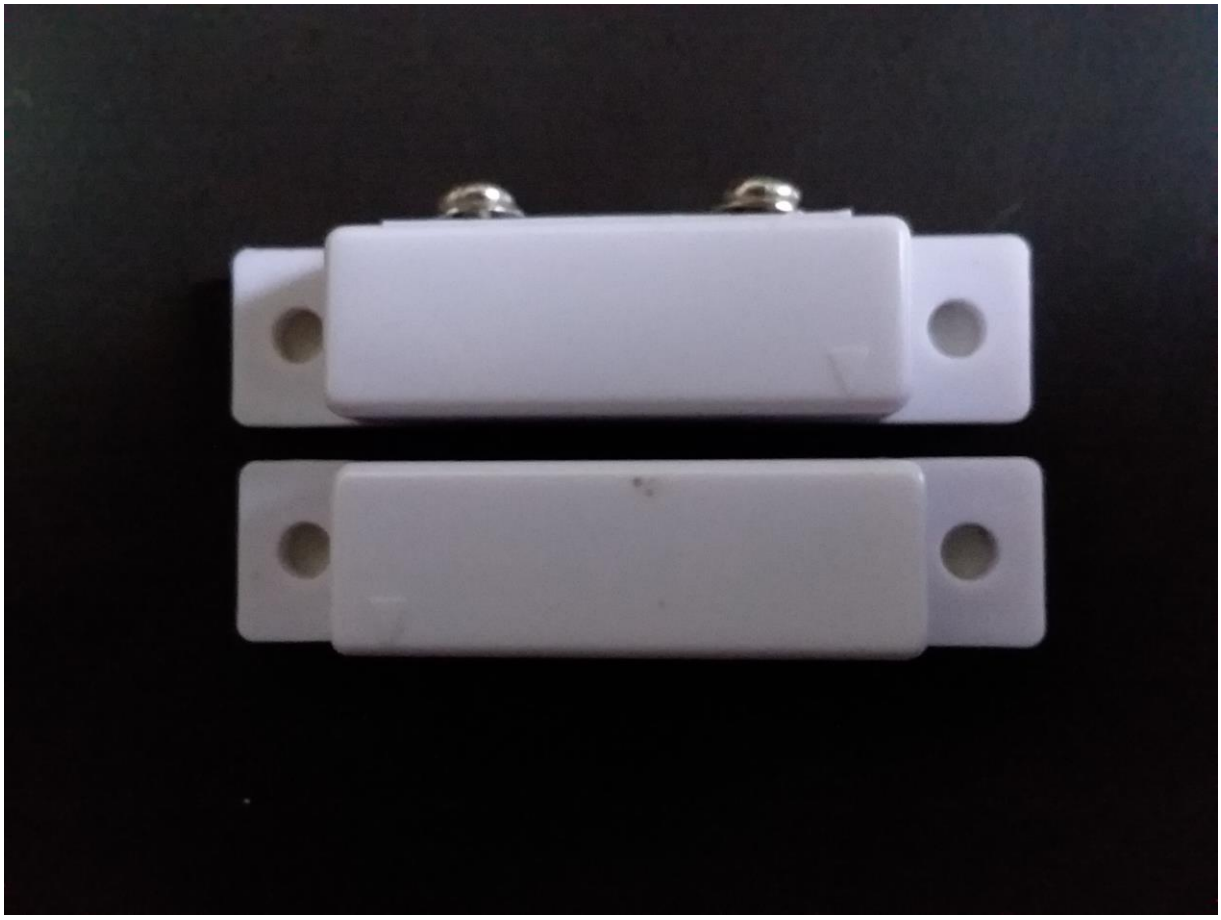

Figure 315 Generic Door-Window Sensor
The door open contact sensor was connected at the Sonoff header to GPIO1 (TX). If this switch was not already mounted in the door jamb a basic window/door sensor as shown in Figure 315 would have been used to sense door open vs. closed. This is a reed switch and magnet to provide a dry contact signal.